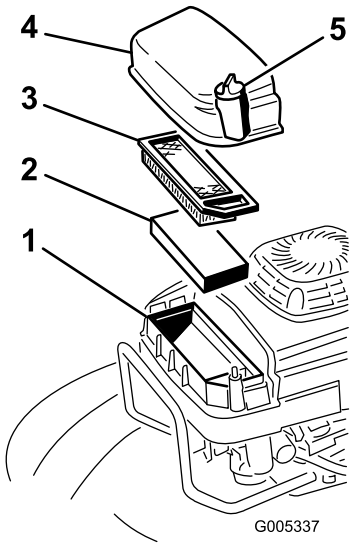

Figuur 25
2. Draai de schroef los waarmee het luchtfilterdeksel vastzit (Figuur 25).
3. Verwijder het luchtfilterdeksel en maak dit grondig schoon (Figuur 25).
4. Verwijder en controleer het papieren luchtfilterelement (Figuur 25) en gooi dit weg als het buitengewoon vuil is.